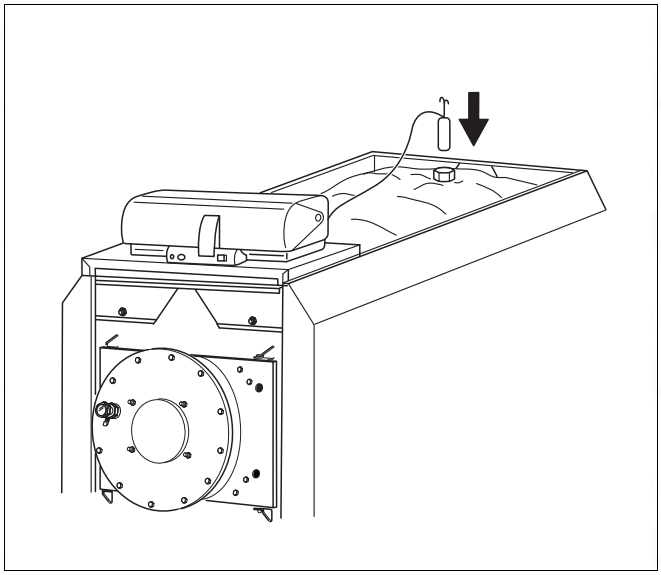

Fig. 28 Sensor into sensor well
- Route the capillary tubes and sensor to the sensor well (Fig. 28).
- Feed sensor into the sensor well (test port M, ➔ page 10 in Fig. 3) until it bottoms out (Fig. 28).